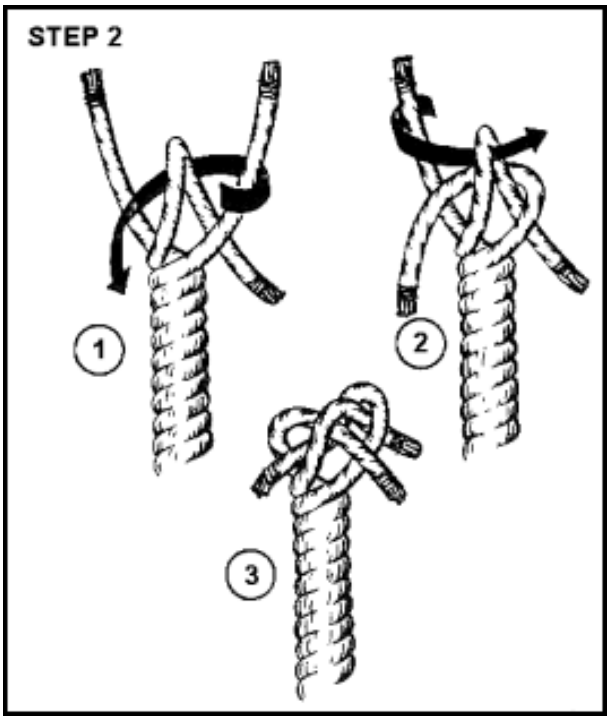

Figure 12-24. Making a Back Splice, Step 1
- **Step 1.** Unlay six turns of the line (Figure 12-24).